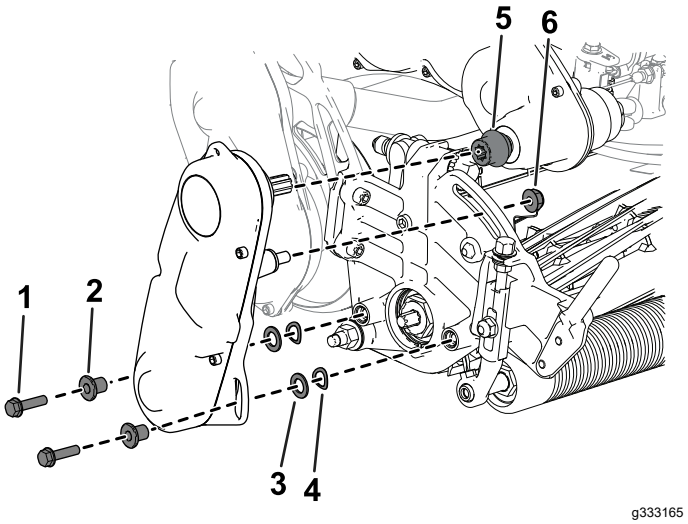

Figuur 45
6. Gebruik de eerder verwijderde inbusschroeven, ringen en afstandsstukken om de messenkooiaandrijving te bevestigen aan de zijplaat van de maai-eenheid (Figuur 45).
Zorg ervoor dat de aandrijfas van de messenkooiaandrijving gemonteerd is aan de koppeling van de transmissieaandrijfas (Figuur 45).